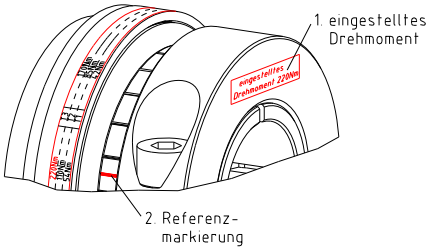

Bild 17
- Beschriften Sie Kupplung mit dem neu voreingestellten Drehmoment (siehe Schritt 1 im Bild 17).
- Entfernen Sie die Referenzmarkierung auf der Einstellmutter (siehe Schritt 2 im Bild 17).